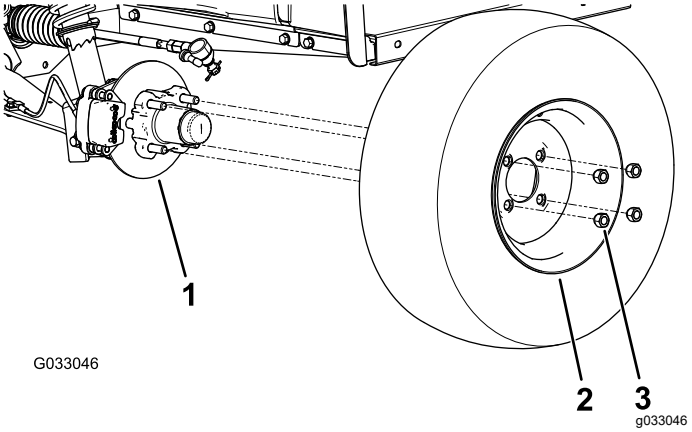

Figuur 32
2. Verwijder de 4 wielmoeren waarmee het wiel aan de naaf bevestigd is (Figuur 32).
4. Lijn de openingen in het wiel uit met de bouten van de naaf en monteer het wiel op de naaf met het ventiel naar buiten gericht (Figuur 32).
5. Bevestig het wiel aan de naaf met de wielmoeren (Figuur 32).